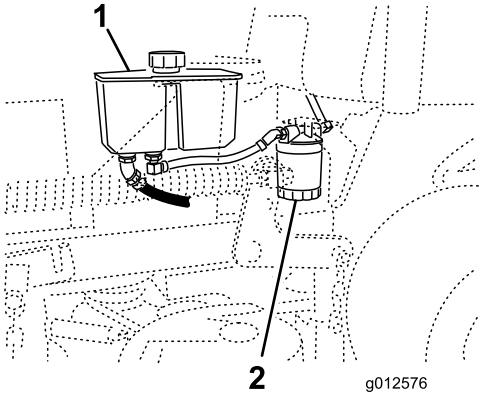

Figur 74
3. Leta reda på filtret och sätt ett avtappningskärl under filtret (Figur 74).